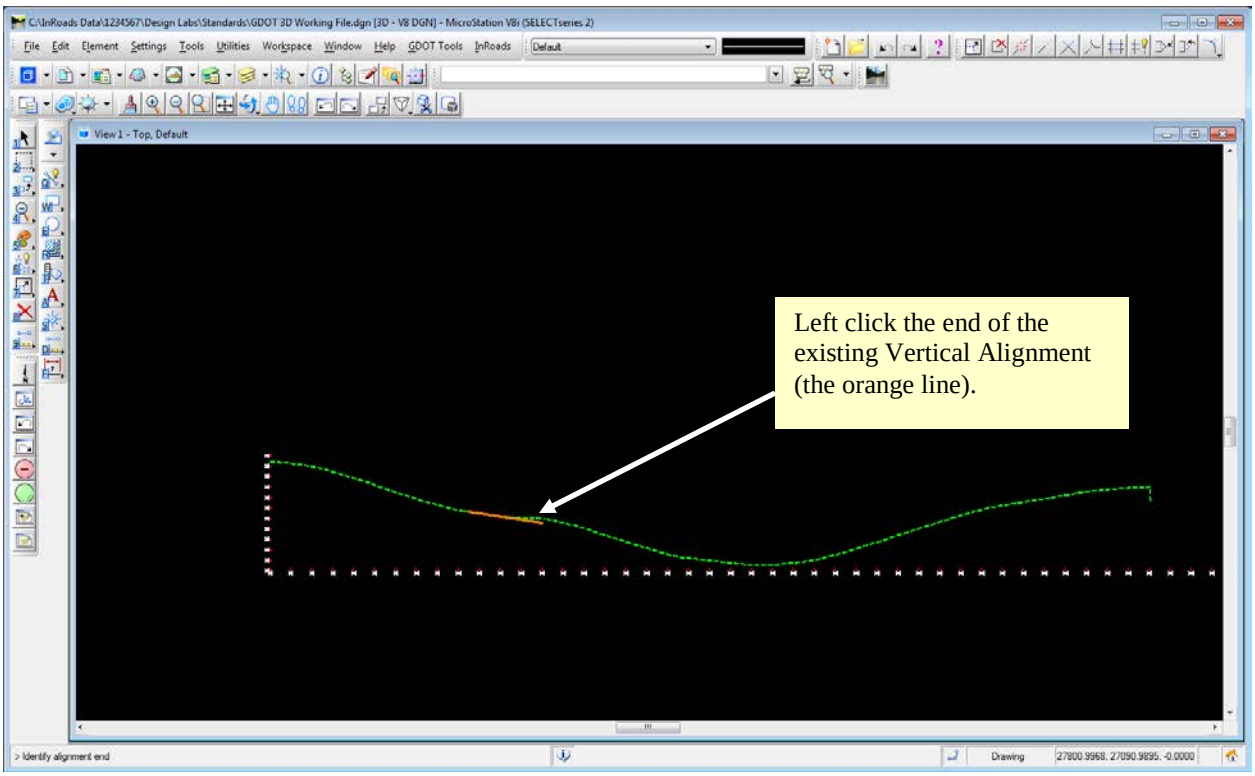

Figure L4-8 MicroStation Window
- In the MicroStation Status bar you are prompted to >**Identify alignment end**. Left click on the end of the orange vertical alignment as shown in *Figure L4-8*.